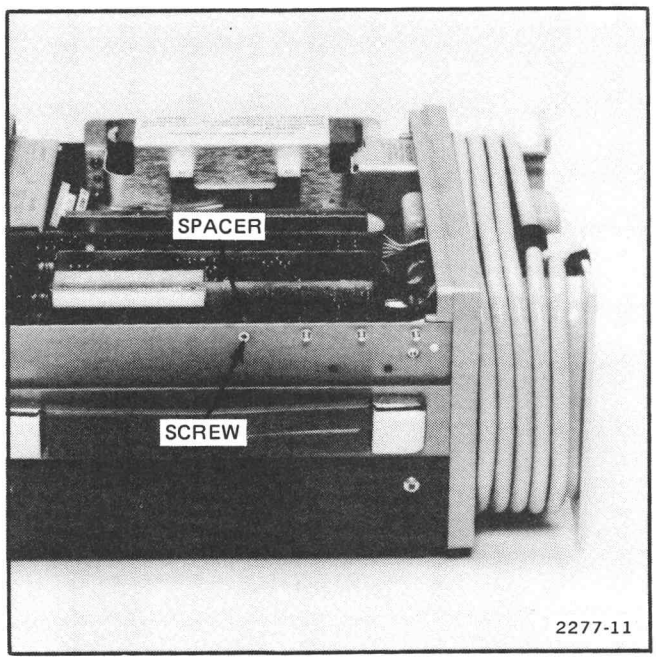

Fig. 3-11. ECG board securing.
e. CHECK--Screw and spacer securing ECG circuit board are tight. See Fig. 3-11.